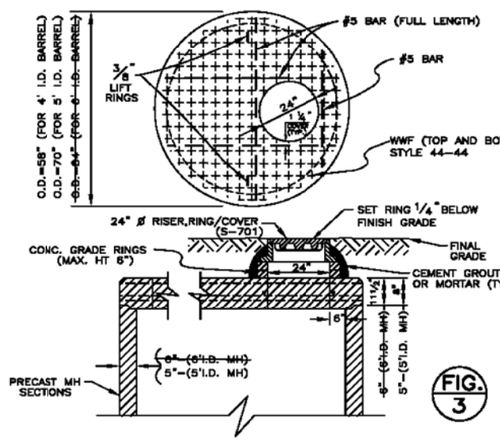

FIG. 3
6. FLAT TOP SECTION WITH CONCENTRIC OPENING IS NOT ALLOWED. (SEE FIG. 3.)